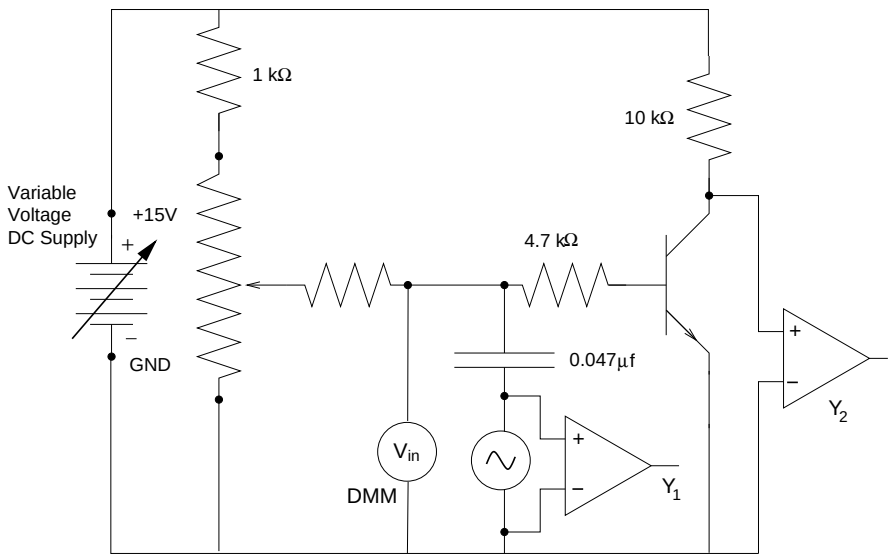

Figure 4
4. *Distortion effects when amplifier is overdriven:* Set up the circuit plug board as in Fig. 4. Connect Y_1 and Y_2 to the scope. To connect the signal generator to the board, use the BNC to banana plug adapter and remember that the side with the bump goes to ground.